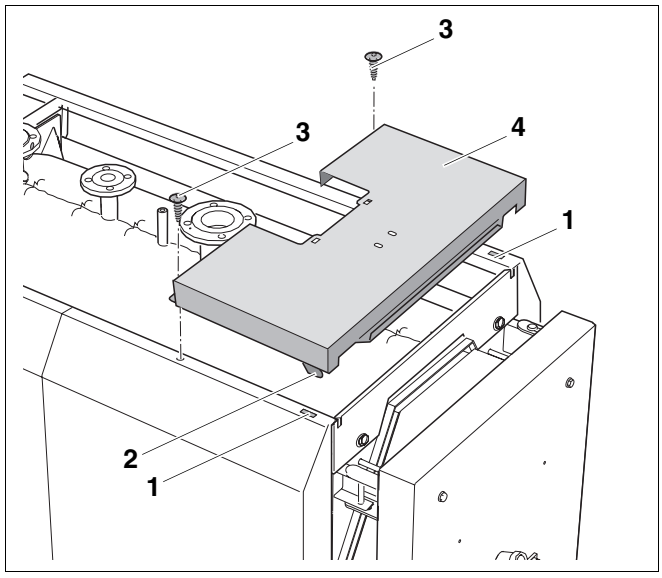

Rys. 26 Montaż przedniej pokrywy kotła
- Wczepić pokrywę przednią kotła zaczepami (rys. 26, **poz. 2**) w szczeliny przednich ścianek bocznych (rys. 26, **poz. 1**) i położyć do tyłu.
- Skręcić pokrywę przednią (rys. 26, **poz. 4**) dwoma śrubami (rys. 26, **poz. 3**) poprzez przednie ścianki boczne z bocznymi profilami poprzecznymi.